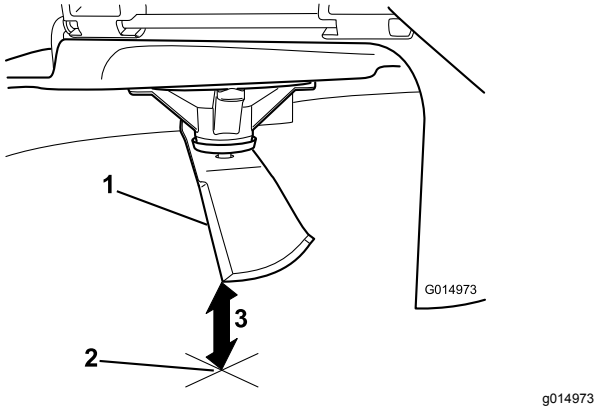

Figuur 64
3. Meet de afstand tussen het uiteinde van het mes en de vlakke ondergrond (Figuur 64).